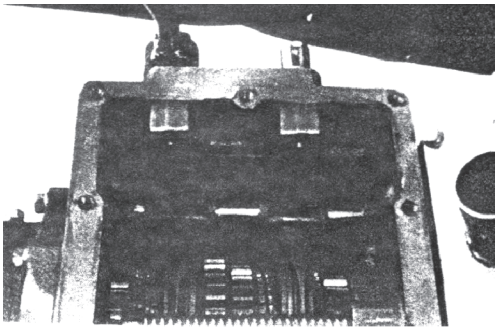

Fig. 3-16
(4)Speedly shift the speed gear from forward gear to backward gear or vide versa to let the front end of the shift rod leave the transmission housing (Fig.3-16).